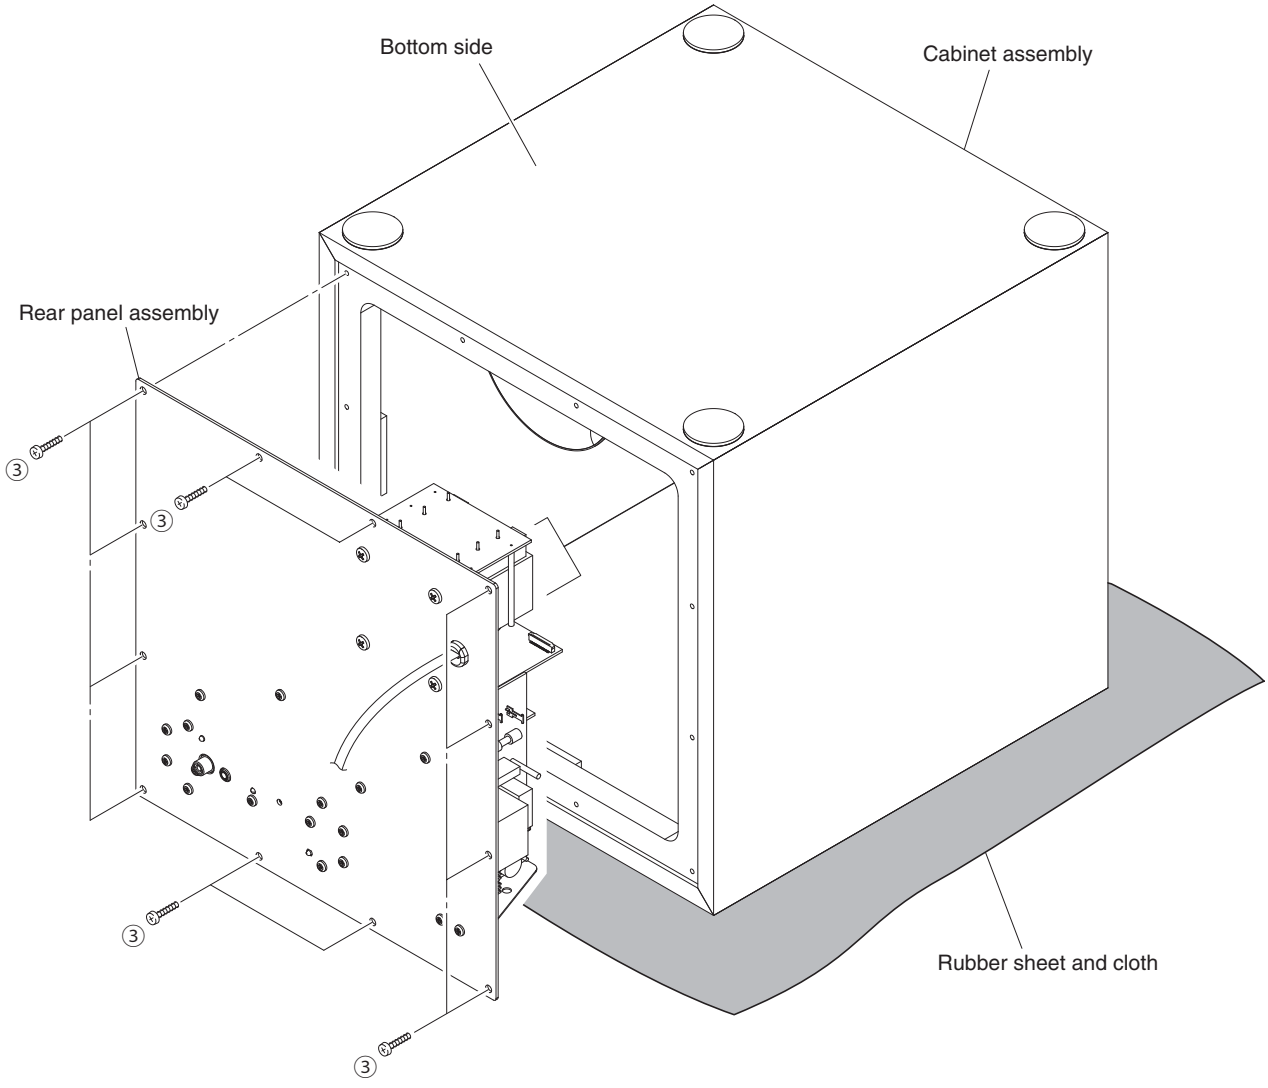

Fig. 3
4. Removal of Rear Panel Assembly (Fig. 3)
a. Remove 12 screws (③).
* Screws (③) are identified with arrow marks (⇦).